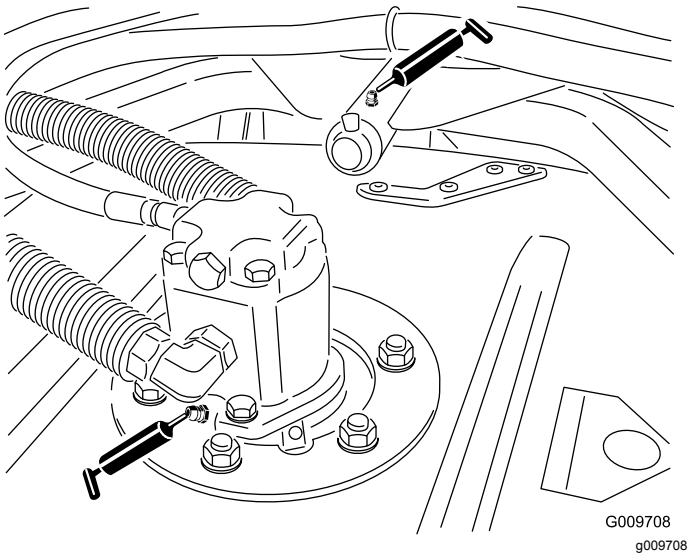

Figur 47
- Klippeenhetens spindelaksellager (1 per klippeenhet) (Figur 47)
- Klippeenhetens bærearmhylser (1 per klippeenhet) (Figur 47)